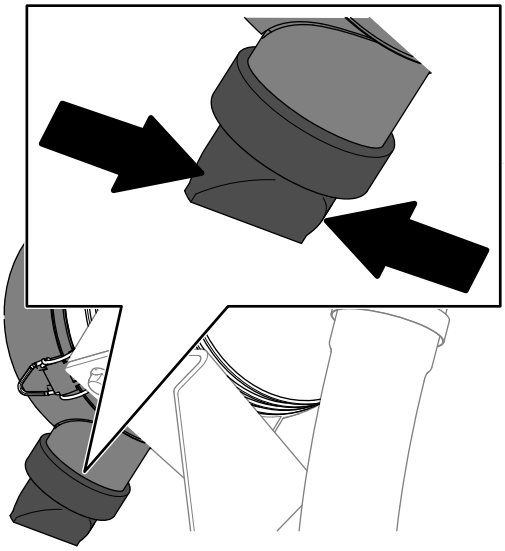

Рисунок 109
5. Сожмите клапан удаления пыли (Рисунок 109).